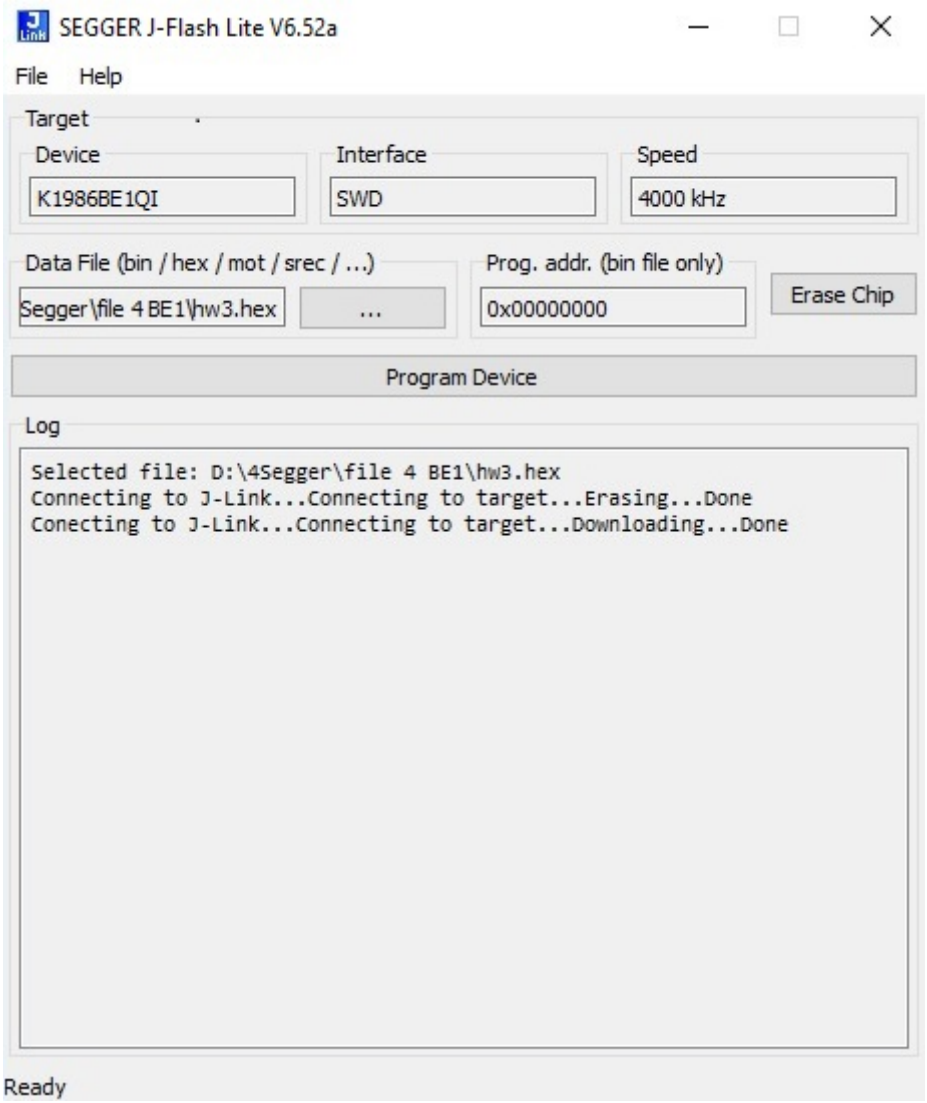

Рисунок 6 - В секции "Log" отображены последовательно операции выбора загружаемого файла, стирания, программирования
5. Выполнить операции стирания (если в памяти микроконтроллера была прошивка) и записи (рисунок 6).